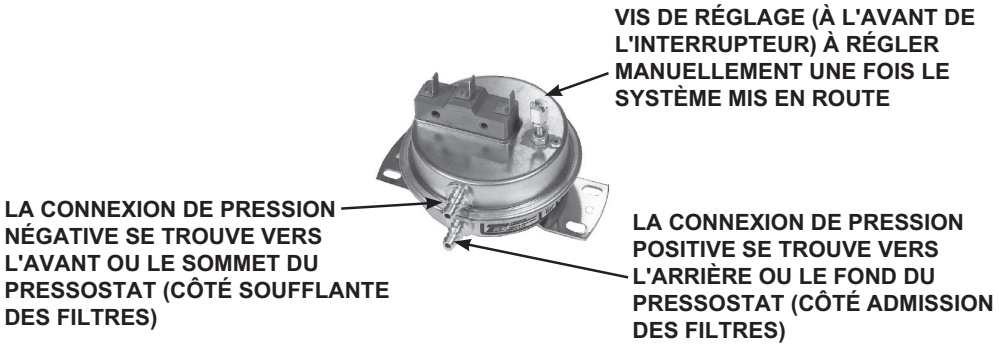

Figure 22. Interrupteur de pression de filtre
1. Installez un filtre propre, fermez les portes du souffleur et mettez le souffleur en fonctionnement. Baissez le réglage de la pression en tournant la vis régulatrice de l'interrupteur (voir **Figure 22**) dans le sens horaire, jusqu'à ce que le témoin s'allume ou que la vis atteigne sa limite.